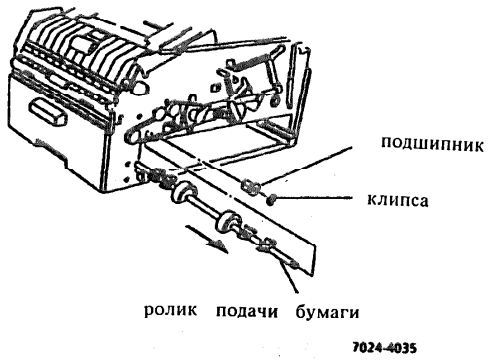

Рисунок 5. Узел ролика подачи бумаги (вид спереди)
12. Снимите клипсу, крепящую узел ролика подачи бумаги к передней раме (Рисунок 5).